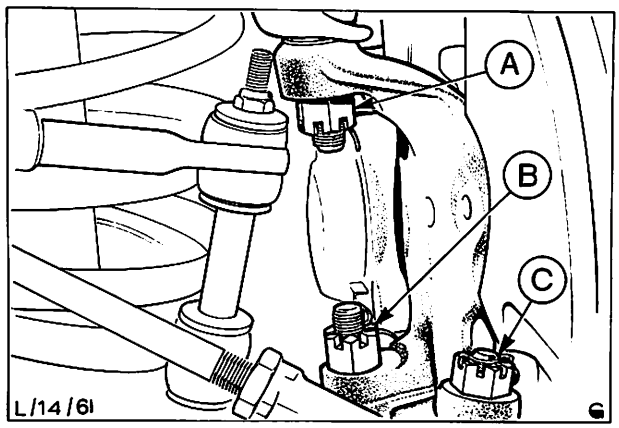

Abb. 30 Sicherungsstellen des Achsschenkels
6. Achsschenkel in Einbaulage bringen, Abb. 30, Kugelgelenkbolzen beider Querlenker einsetzen und obere sowie untere Kronenmutter auf 41 bis 61 Nm (4,1 bis 6,1 kpm) festziehen; Kronenmutter etwas weiterdrehen, bis sich neue Splinte in Splintbohrungen einsetzen lassen, und mit neuen Splinten sichern. Dabei 89 Nm (9,2 kpm) nicht überschreiten.